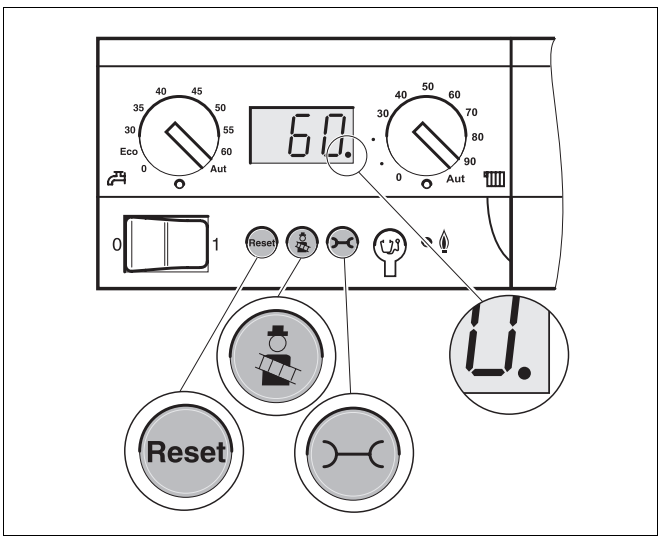

Bild 44 Basiscontroller Logamatic BC10
- Tasten „Abgastest“ und „Statusanzeige“ gleichzeitig für ca. fünf Sekunden drücken, um in den Teillastbetrieb zu gelangen (Bild 44). Im Display erscheint „L--“.
- Mit Taste „Abgastest“ (Bild 44, höhere Werte) oder Taste „Reset“ (Bild 44, niedrigere Werte) den Heizkessel auf Teillast „L60“ für die 19 kW-Varianten oder auf „L70“ für die 27 kW-Varianten einstellen. Der Brenner schaltet jetzt auf die 1. Stufe um.